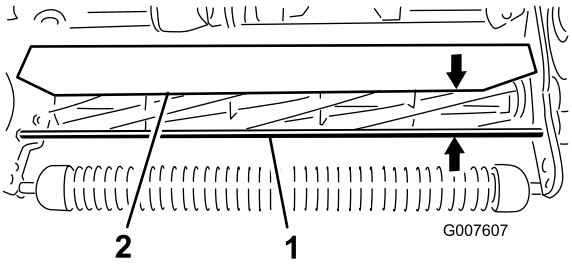

Bild 45
1. Messen Sie den Abstand zwischen dem oberen Ende der vorderen Stützstange und der vorderen Lippe des Schutzblechs an jedem Ende des Mähwerks (Bild 45).